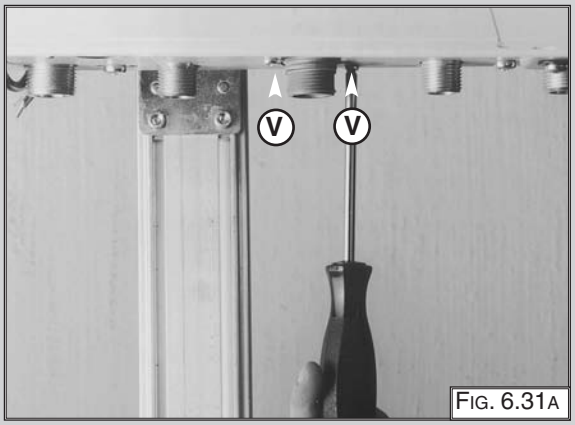

Fig. 6.31A
4. Remove the screws “V” from the bottom of the gas valve (Fig. 6.31A);